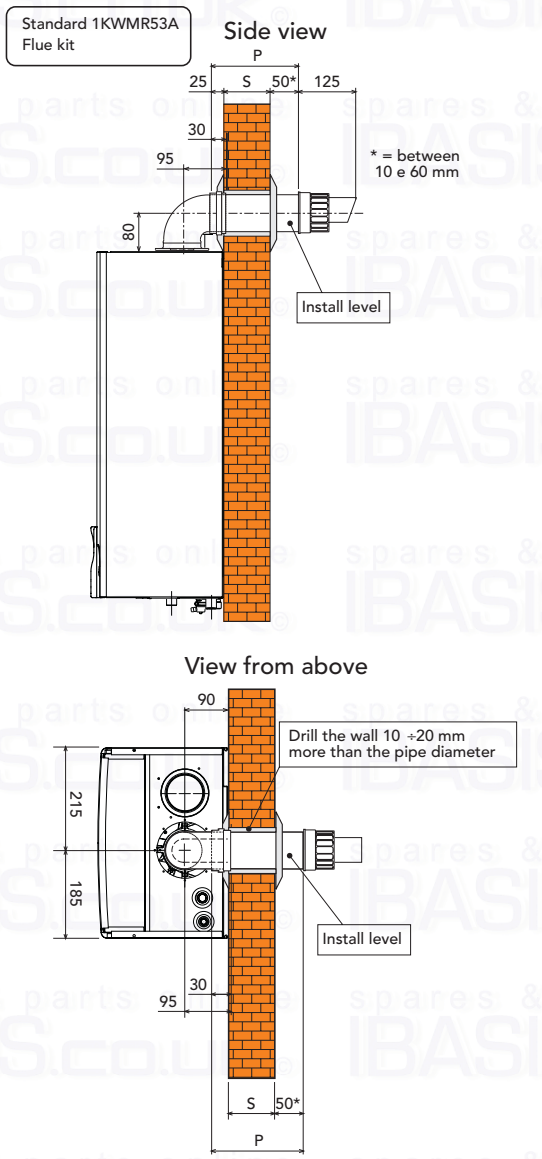

fig. 10a
4. If necessary, cut the end pipe to size, ensuring that the external pipe protrudes from the wall by between 10 and 60 mm (fig. 10a and 10b). Remove the cutting burrs.
4. If necessary, cut the end pipe to size, considering that the external pipe must protrude from the wall by between 10 and 60 mm (Fig. 10a and 10b). Eliminate the cutting burrs and lubrificate seals.